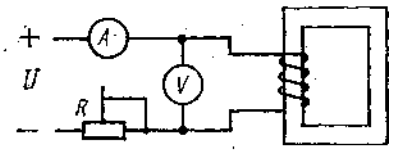

Рис. 18. Схема для определения магнитного потока в магнитопроводе
1. Собрать схему по рис. 18 и показать ее для проверки преподавателю.
7. Как определить направление магнитного потока в магнитоцроводе по схеме на рис. 18?